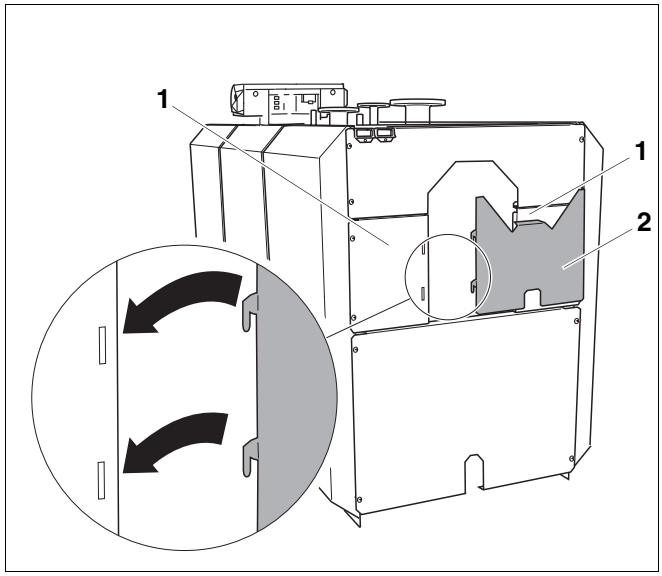

Рис. 44 Установка накладной пластины для задней стенки
- Подвесить накладную пластину для задней стенки (рис. 44, **поз. 2**), как это показано стрелками, в средние левый и правый элементы задней стенки (рис. 44, **поз. 1**).